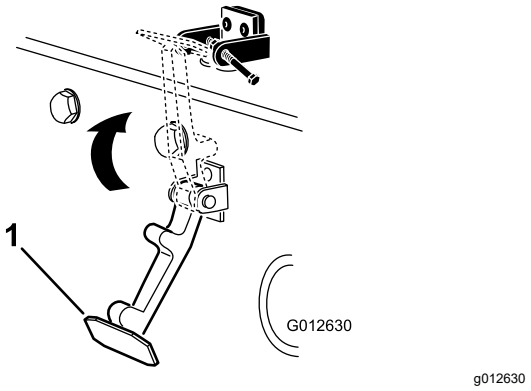

Figur 6
7. Hekt låsen på panserlåsbraketten (Figur 6).